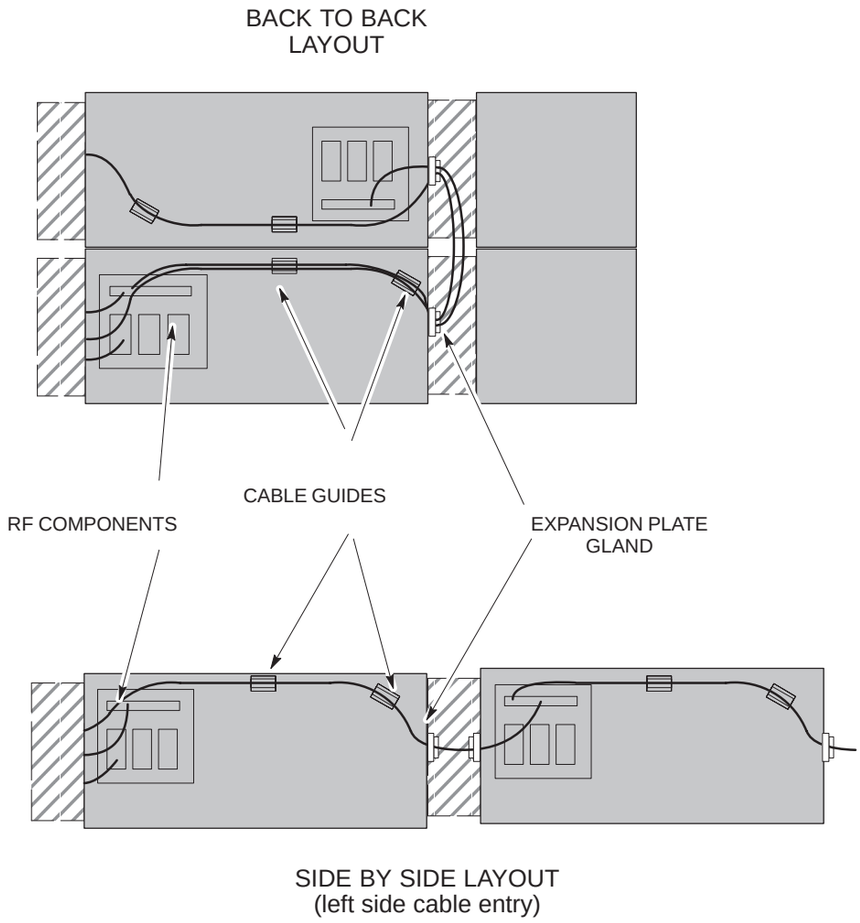

Figure 4-8 Guide to cable routeing through multiple cabinets
6. Make the dc power, fibre optic and signal connections between the two cabinets, (see Figure 4-8 for routeing), and then bolt the cabinet or AEH to the floor.
7. Make any RF connections, appropriate to the site configuration (see Figure 4-8 for routeing and **Suggested RF configurations**), between the cabinets. Remove the required number of blanking plugs and fit both multi-cable glands over the RF cables.
Figure 4-8 shows a representation of the RF interconnection cable routeing through the cabinets for multiple cabinet sites. FIbre optic interconnections follow similar routeing. Cable routeing for more complex layouts may be derived from these basic diagrams.